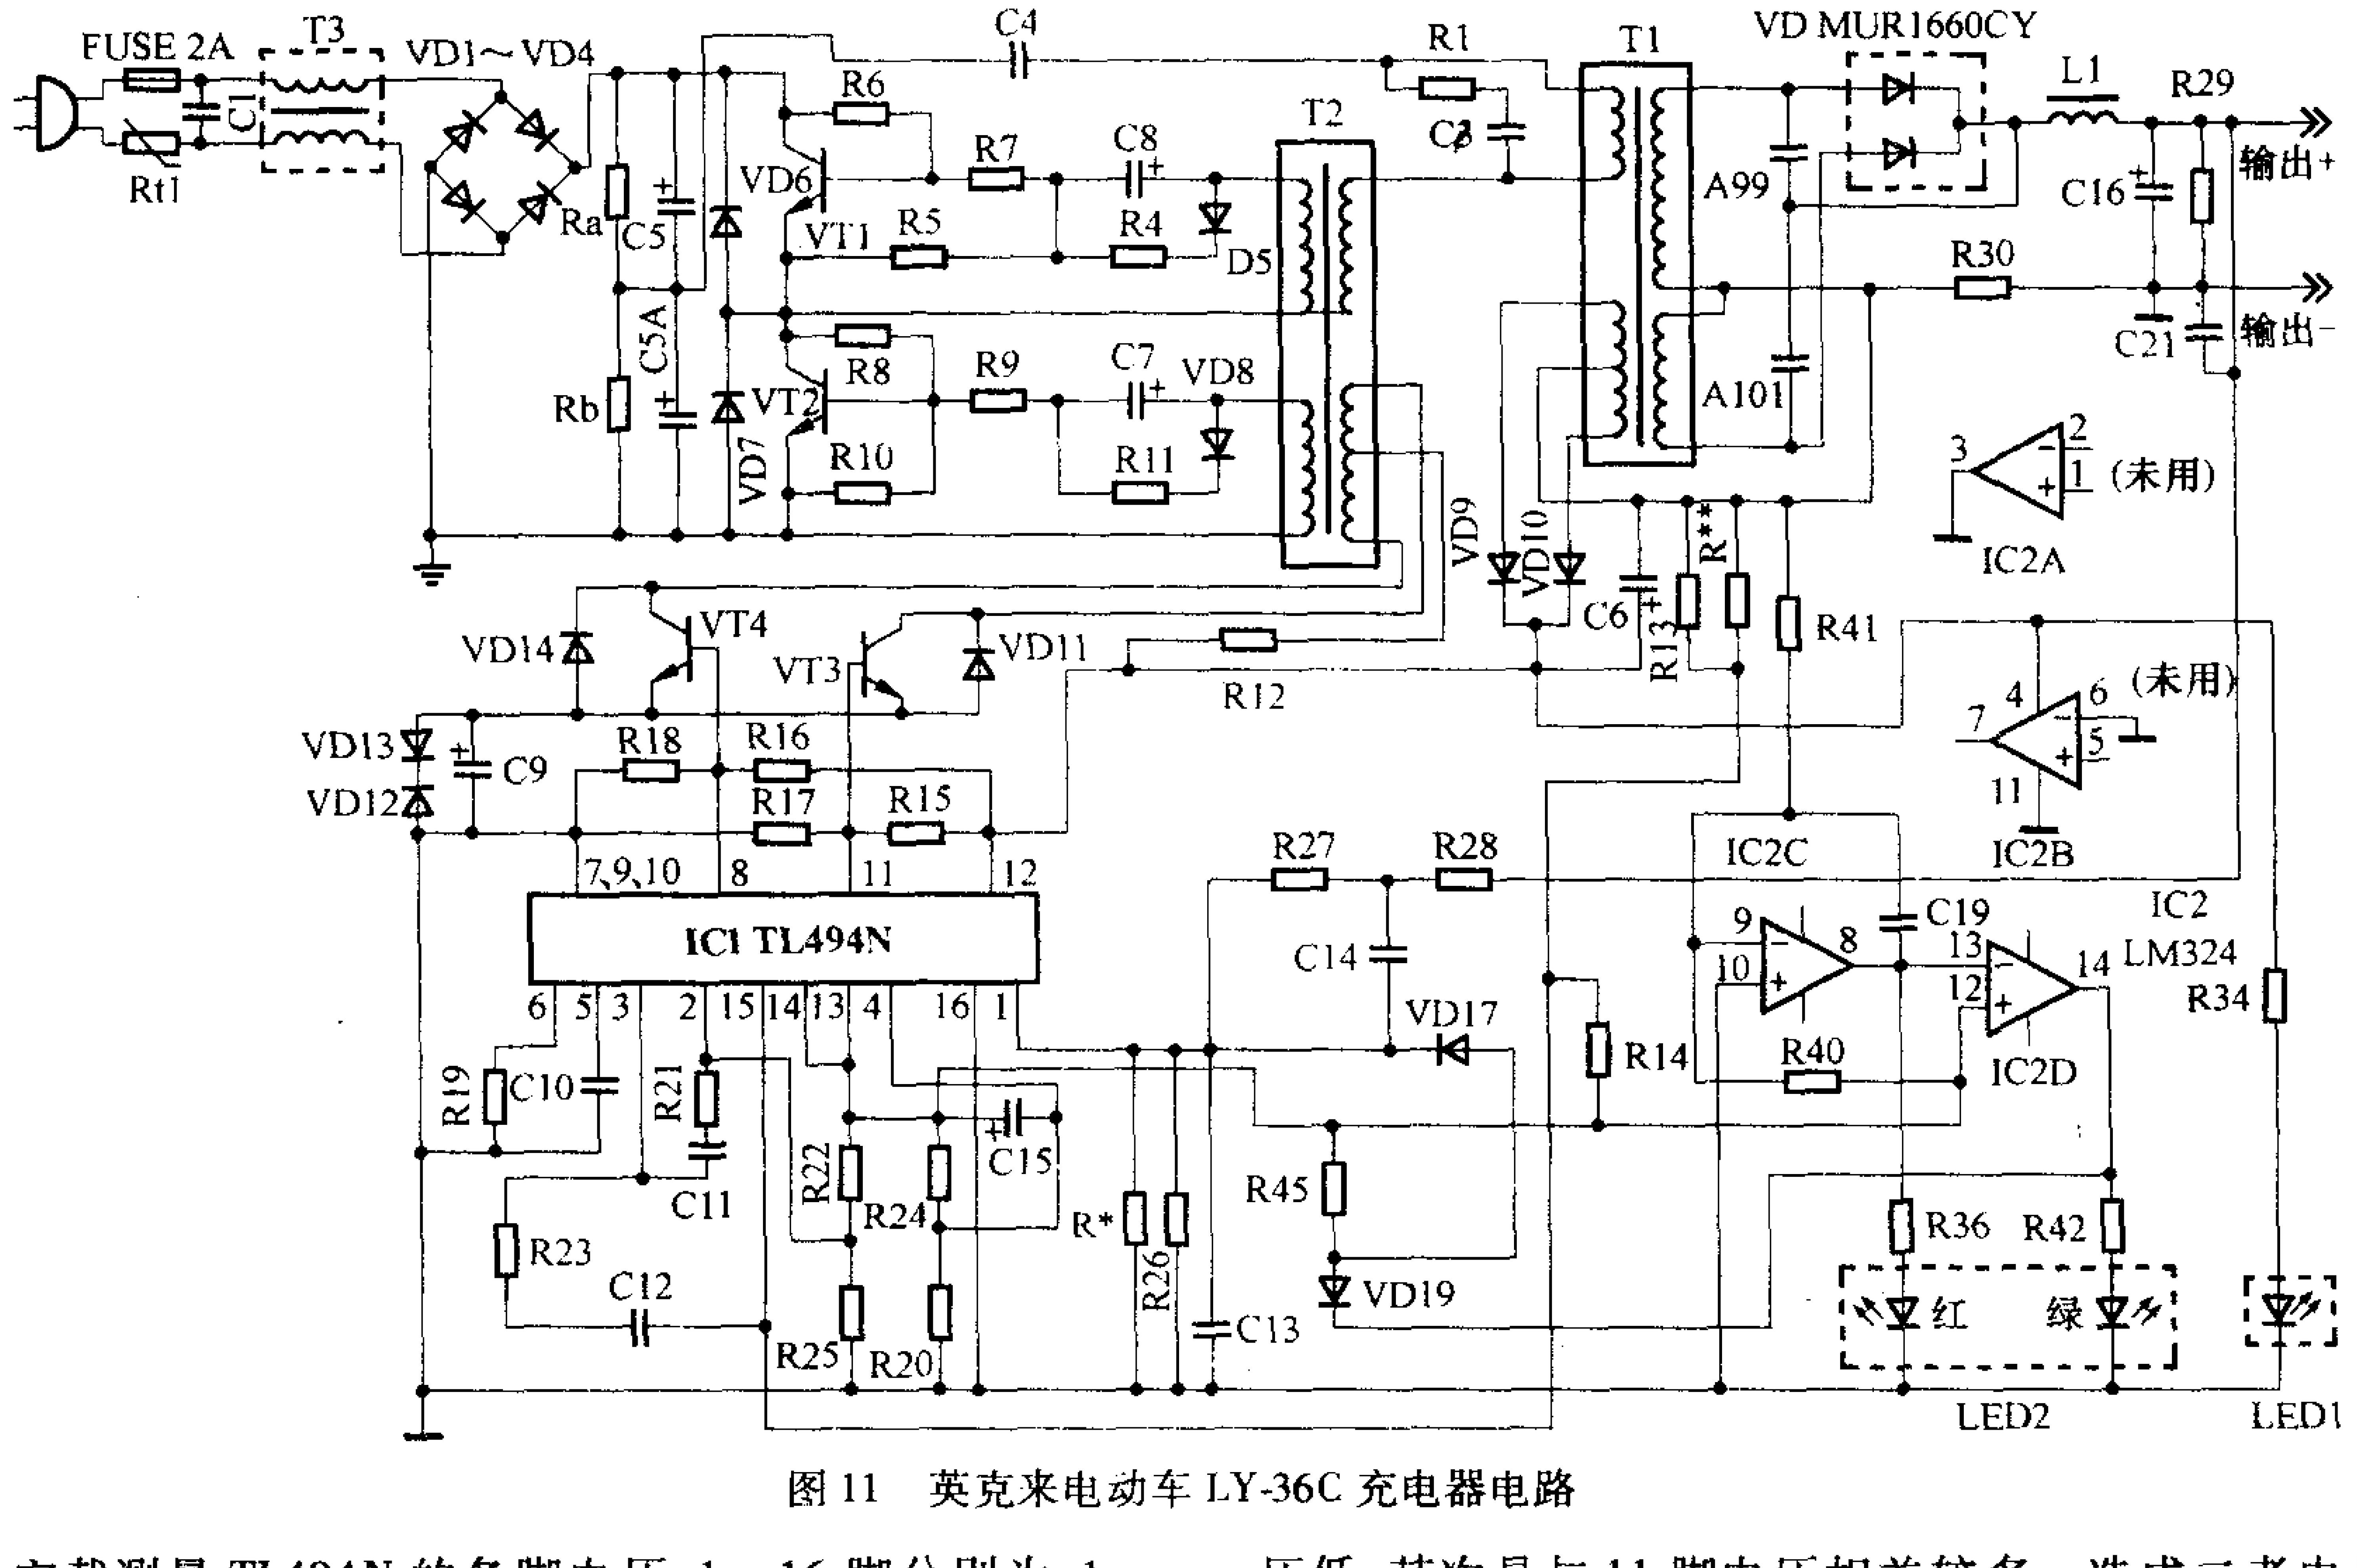

图11 英克来电动车LY-36C充电器电路
按照例7的思路检查输出电压变低的原因，并代换了IC2（LM324），无效，有关电路见图11。检查IC2的14脚至TL494N的1脚之间的控制电路各元件，没发现问题。联想到有轻微的“吆吆”声，认为还是应从TL494入手。
3. 英克莱电动车充电器图纸，充电器型号LY-36C，见图11。